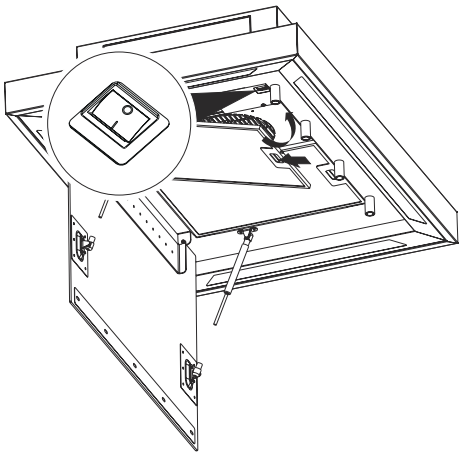

Fig. 22
6. Slå på strömbrytaren (Fig. 22).
Montera fettfiltrena (Fig. 22.